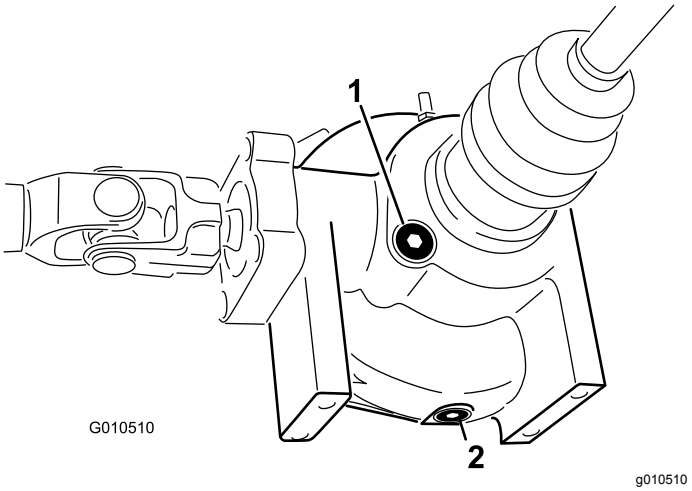

**Rysunek 22**
2. Oczyść obszar wokół korka wlewu/kontroli z boku mechanizmu różnicowego (Rysunek 22).